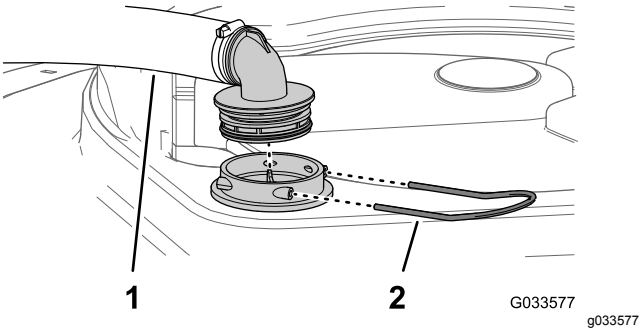

Figur 101
2. Fjern holderen, som sidder øverst på sprøjtetanken og som fastgør slangefittingen, der er monteret på den store slange fra filterhuset (Figur 101).
3. Fjern slangen og slangefittingen fra filterhuset (Figur 101).